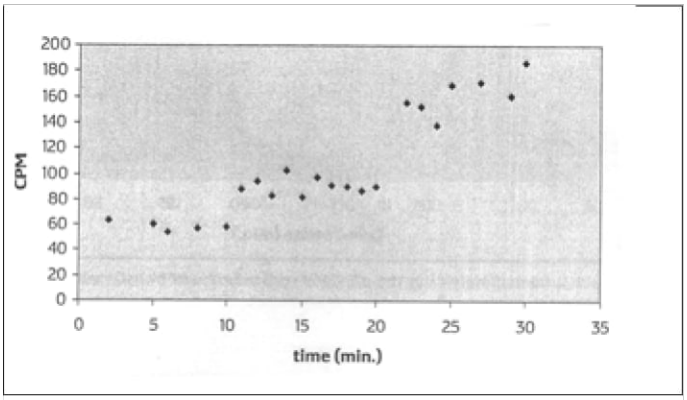

Figure 1. Tube 1, at 1,600 volts, placed in ORAC at time = 11 minutes. Note the jump to a higher plateau at 22 minutes.
1. The most conspicuous, repeatable feature of the experiments performed is the sudden increase in counts (CPM) as soon as the PMT is placed in the ORAC. This is clearly shown in Figures 1, 2, and 8.
3. Counts increase after the tube is placed in the ORAC, as seen in Figures 1, 2, and 8. This increase does not appear to be mechanical but occurs in a wave-like fashion. At times, sudden bursts of counts are superimposed on the wave-like base.